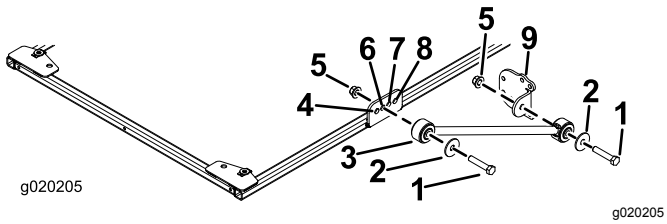

Figura 8
7. En cada lado del bastidor del toldo, monte provisionalmente un tirante en el segundo taladro del soporte del tirante con un perno (½" x 2½"), una arandela (½") y una tuerca con arandela prensada (½"), según se muestra en Figura 8.
8. Sujete provisionalmente un soporte de tirante a cada tirante con un perno (½" x 2½"), una arandela (½") y una tuerca con arandela prensada (½"), según se muestra en Figura 8.